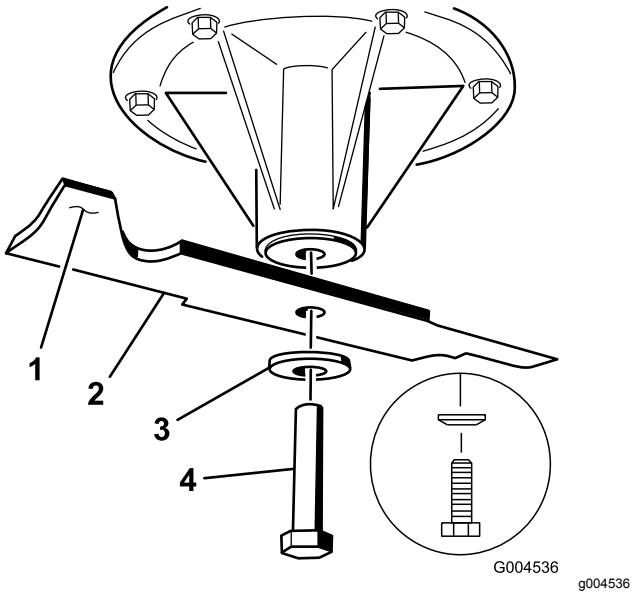

Figuur 78
2. Verwijder de mesbout, de klemring en het mes van de spilas (Figuur 78).
3. Als het mes niet in balans is, moet u wat metaal afvijlen van het uiteinde van de vleugel (Figuur 78).